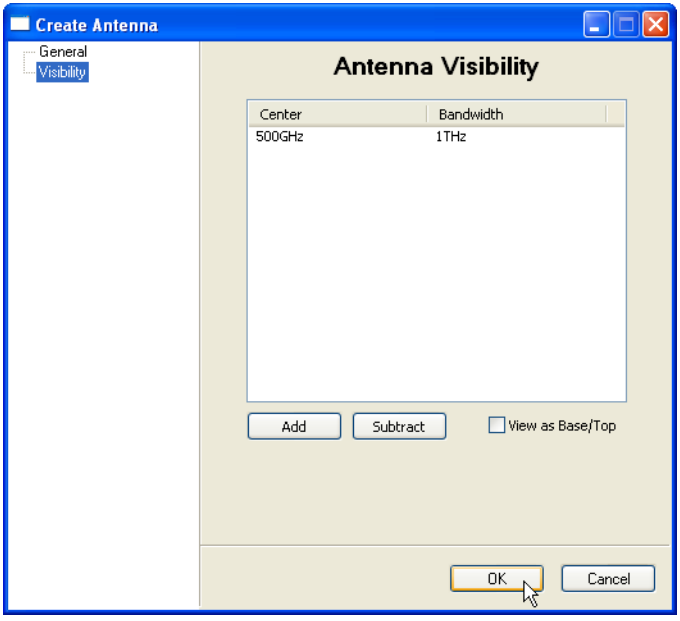

Figure 3-34 Antenna Visibility, Default Settings
4. Select the Visibility dialog to configure the **Antenna Visibility** range, as shown in figure 3-34.